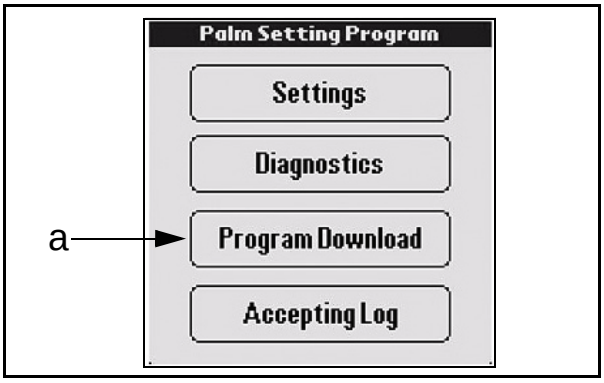

Figure 7-11 Program Download Menu Selection
1. Select the [Program Download] Screen Button on the **Palm Setting Program** main Menu Screen (See Figure 7-11 a).